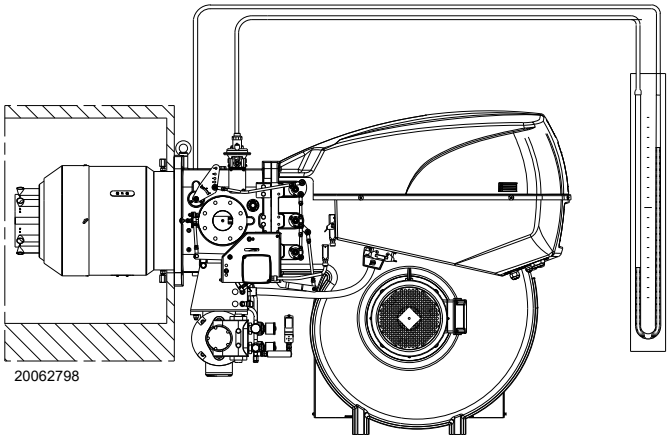

Fig. 31
- ➤ Monter un manomètre en U ou un manomètre de type différentiel (Fig. 31), avec prise (+) sur la pression du gaz du manchon et (-) dans la chambre de combustion.
L'arrivée de gaz au manchon est mise en évidence sur le manomètre en U (Fig. 31).